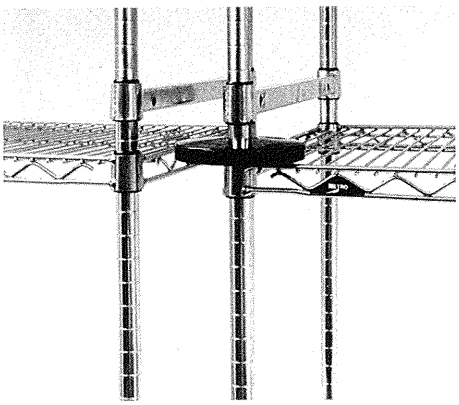

FIG. 10
10. On the posts to which the lower tie bar brackets are mounted, count up three grooves above the top shelves and place a pair of split sleeves on each of these grooves. When the top shelf levels do not correspond, position the tie bar brackets for alignment. Slide the remaining brackets down over posts onto the sleeves. Seat as per Note 1 (Fig. 10).